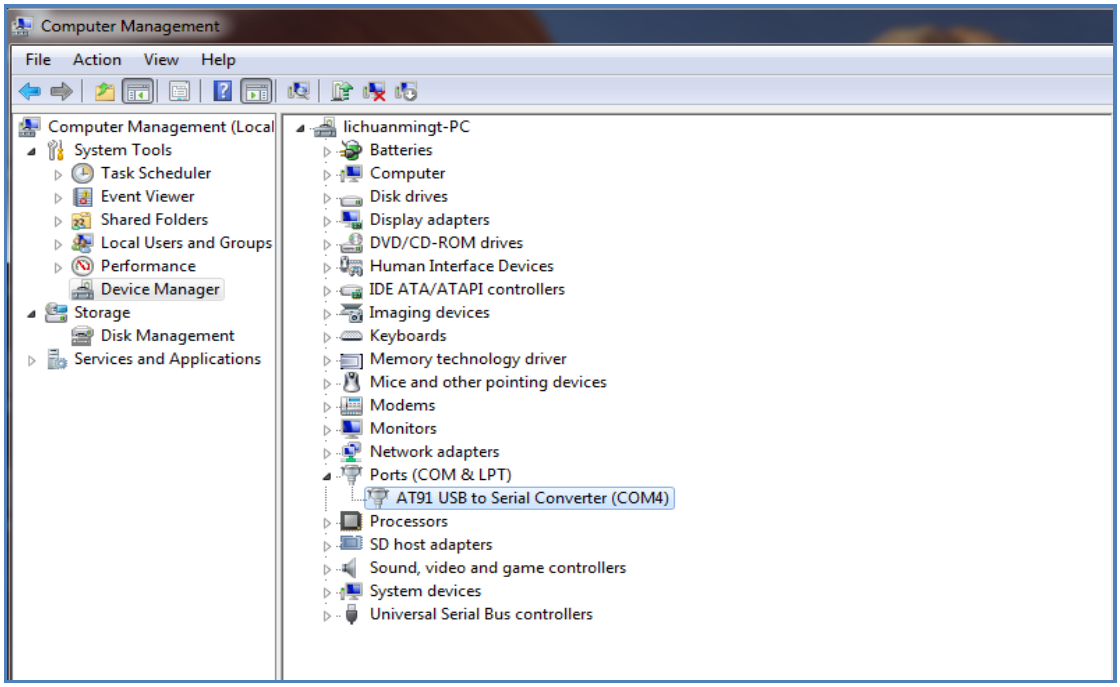

Figure 4-3
(2) If the serial interface as shown in Figure 4-3 "my